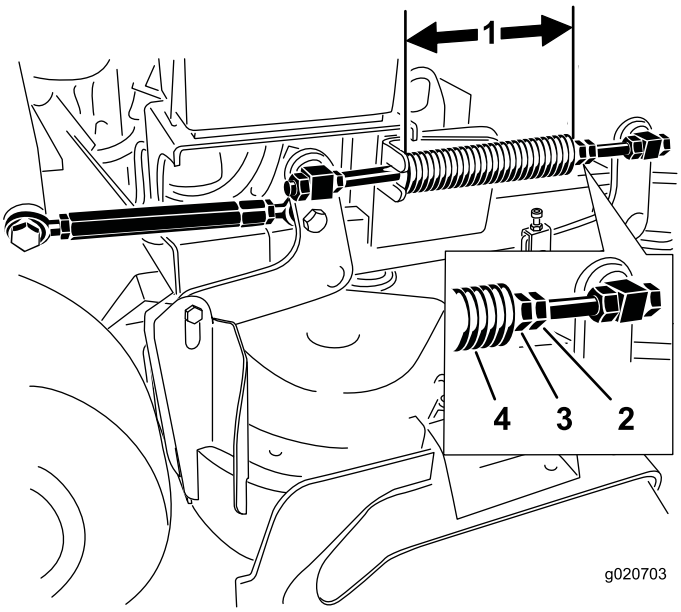

**Figur 88**
**Merk:** Nominell lengde er 28,2 cm for 91 cm klippeenheter og 25,7 cm for 102 cm klippeenheter (Figur 88).
3. Juster denne avstanden ved å løsne låsemutteren for fjæren og mutteren foran hver fjær (Figur 88).
4. Lås mutteren i stilling ved å trekke til fjærens låsemutter (Figur 88).